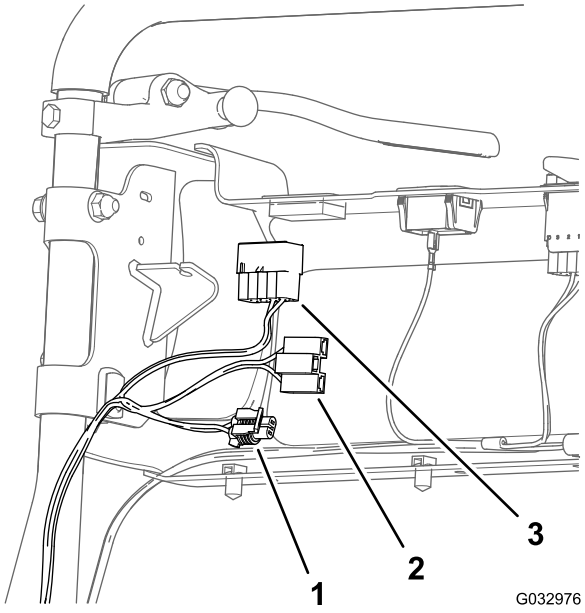
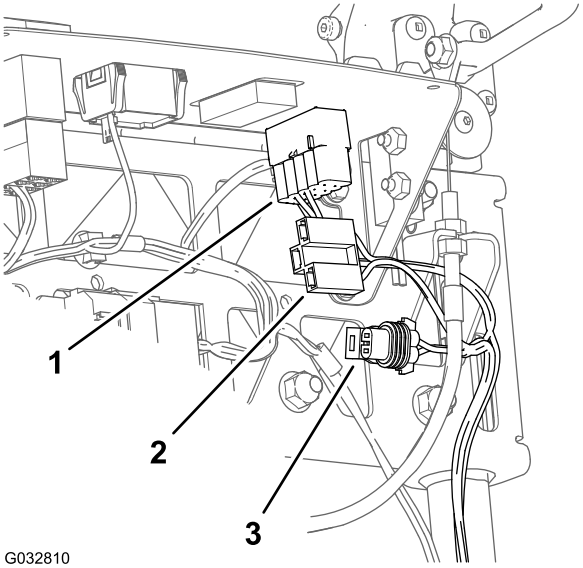

Figura 13
Figura 14
- Utilice el conector hembra de 3 vías para instalar el **Kit de contador de horas inalámbrico** opcional (Figura 13 y Figura 14).
- Utilice el conector hembra de 2 vías del arnés de luces para instalar el **Kit de luces LED** opcional (Figura 13 y Figura 14).